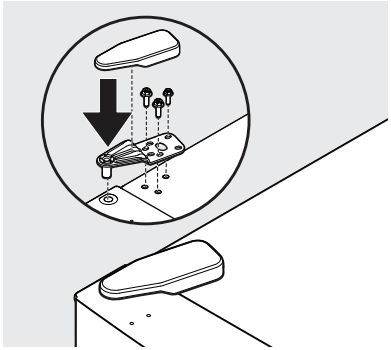

Figura 10
20. Use un destornillador Phillips™ o una llave de 5/16″ para asegurar la bisagra superior usando tres tornillos de 5/16″. Vuelva a colocar la cubierta de la bisagra superior (vea la figura 10).